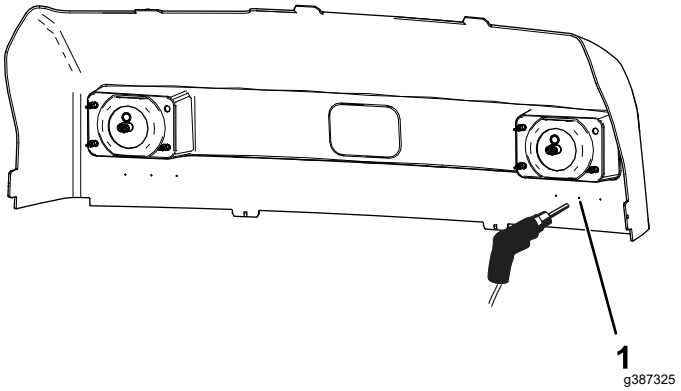

Figur 2
1. Leta reda på de tre punkterna under varje strålkastare på insidan av motorhuven och hitta mittpunkten enligt bilden i Figur 2.